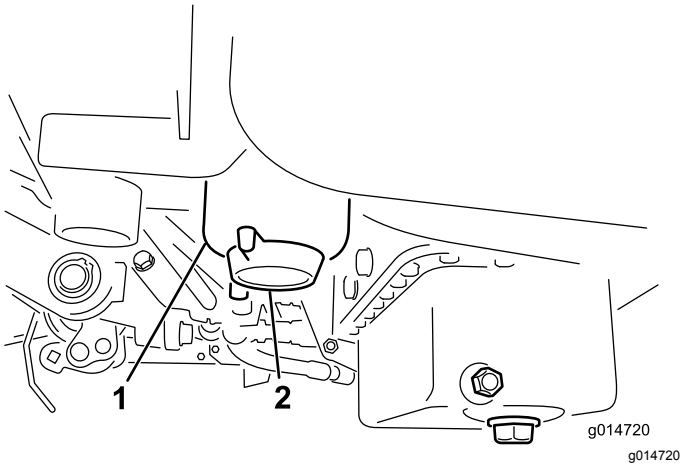

**Rysunek 31**
3. Odkręć korek spustowy na filtrze paliwa, wykonując około jeden obrót, i zlej całą zgromadzoną wodę (Rysunek 31).